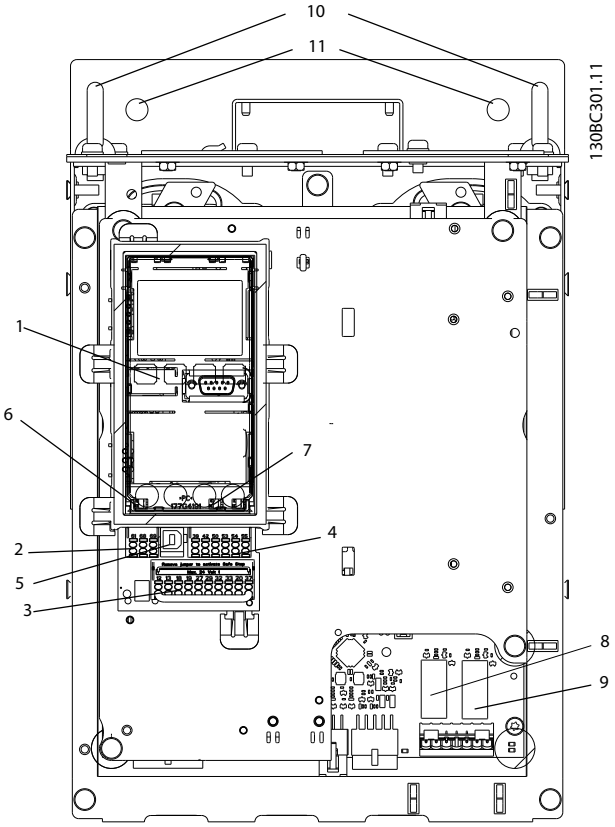

图 9.56 继电器插头的位置，位置 8 和 9
- 拆下标有“RELAY”的所有继电器插头。请参阅 *图 9.56*。